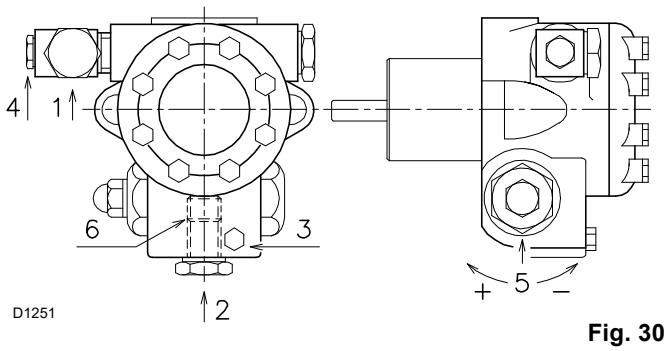

Fig. 30
Pentru ca pompa să se aprindă automat, este esențial să slăbiți șurubul 3)(Fig. 30) pompei, pentru a evacua aerul conținut în conducta de aspirație.
- ➤ Când uleiul curge prin șurubul 3)(Fig. 30), pompa este pornită.